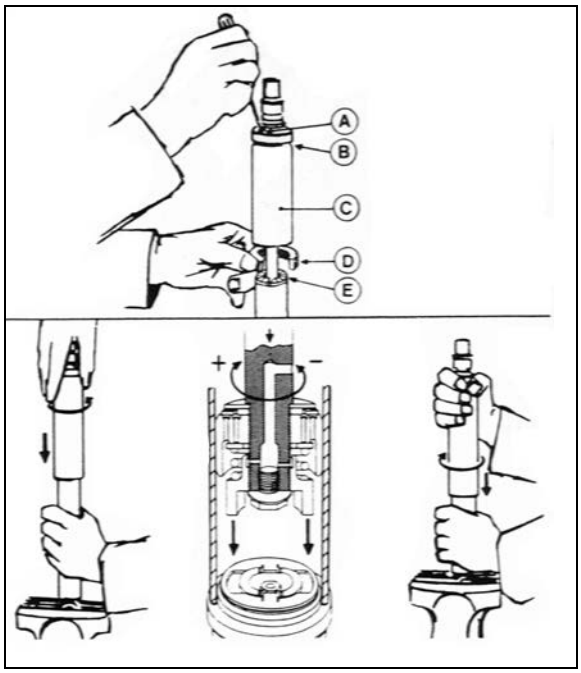

**FIGURE 26: DAMPER**
To adjust opening and closing cycle speed on damper (Figure 26):
2. Fully close the damper while turning the dust cap or piston rod slowly CCW until it is felt that the cams of the adjusting nut engage in the recesses of the foot valve assembly (Figure 26).
| *Where a bump rubber was installed, refit same inside the dust cap and by fully closing the damper, the rubber will seat again at top of the dust cap. Refit the split plastic collar E (*Figure 26*)* |